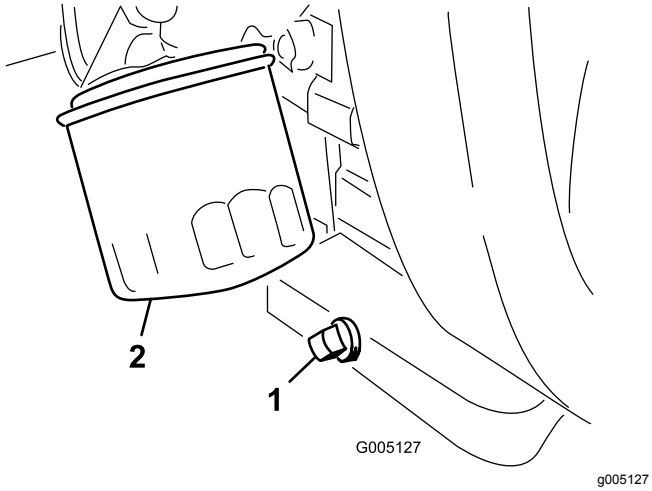

Figur 46
1. Afmonter den bageste aftapningsprop (Figur 46), og lad olien løbe ned i en drænbakke. Monter aftapningsproppen igen, når olien holder op med at løbe.
2. Fjern oliefilteret (Figur 46). Påfør et let lag ren olie på den nye filterpakning.